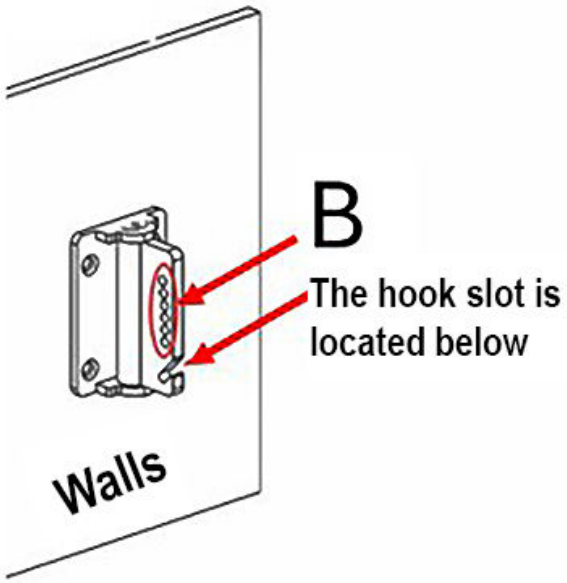

Figure 3
a. The holes at position B (Figure 3) can be adjusted up and down to set the vertical tilt of the speaker.
- **Up-down (tilt) angle**: select the hole position at B (Figure 3) that best aligns the speaker toward the listening area, then tighten the corresponding screws.